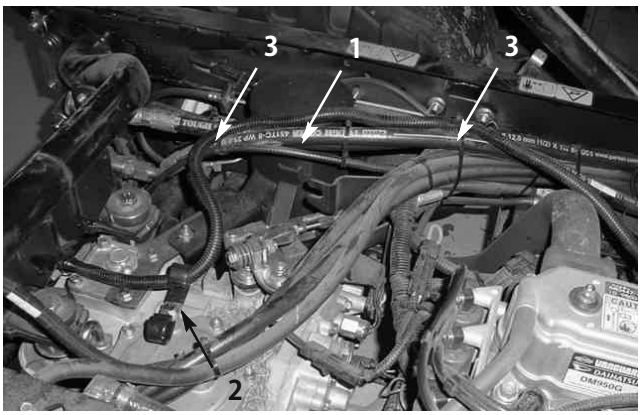
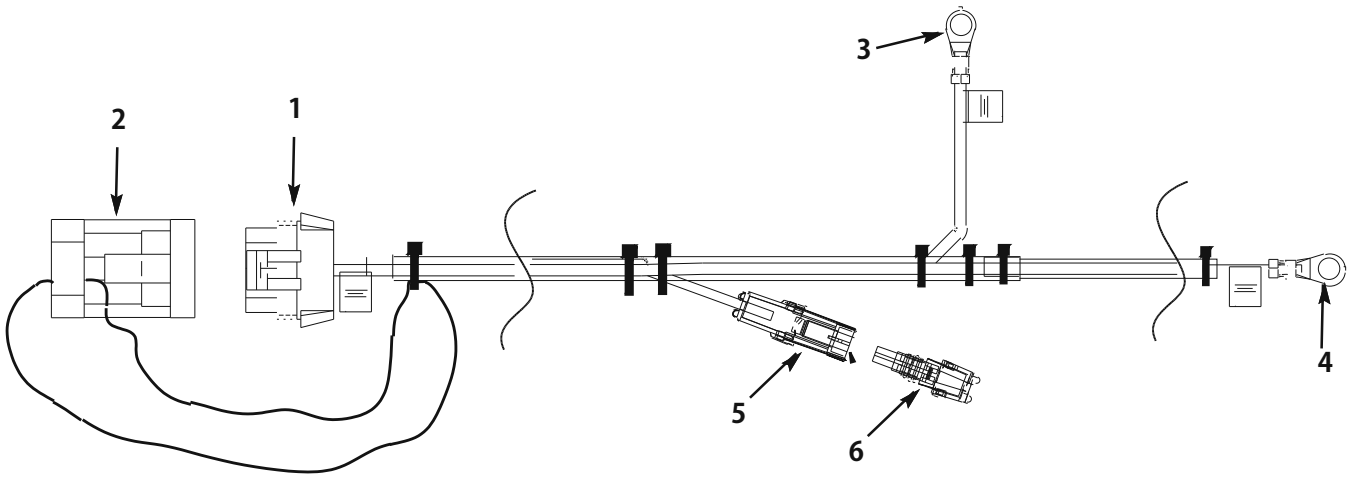

図5
図7
1. パワー・ワイヤ・ハーネスのリング状の端子を牽引車両のバッテリーまで配線する（図 5 と図 7）。
2. パワー・ワイヤ・ハーネスのリング状端子を牽引車両のバッテリー端子に接続する（図 7）。
3. ハーネスをワイヤ・タイで固定する。図 5 を参照。
4. J クリップ（2個）をトランスミッションの上にネジ（8 mm x 2）で固定する（図 5）。
5. 図 5 に示すようにハーネスを左側の J クリップに通す。